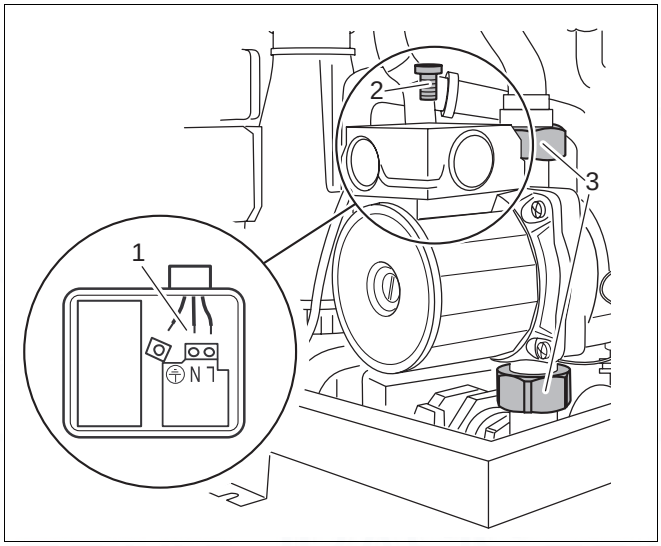

Fig. 63 600 Series 11S / 19S / 24S / 24C: Replacing the circulation pump
- Loosen the screw on the terminal box (fig. 63, item 2) of the circulation pump and open the terminal box. Note the wiring layout, and loosen the cables (fig. 63, item 1).
- Loosen the screw-in connections on the circulation pump (fig. 63, item 3) and remove the pump.